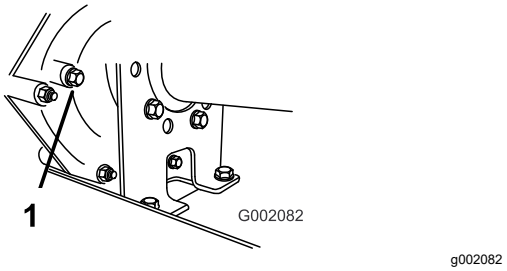

**Figur 58**
2. Fjern bolten fra nivåindikatorhullet (Figur 58).